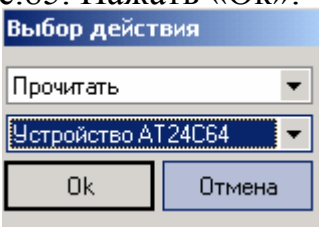

Рис.85
- Активировать для выбранной строки в окне «Выбор действия», состояния, показанные на рис.85. Нажать «Ок».